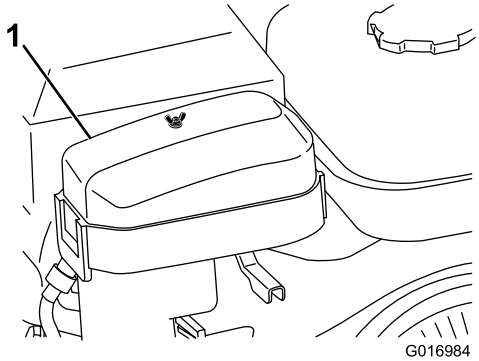

Figur 25
2. Ta bort vingmuttern som håller fast luftrenarkåpan och demontera kåpan (Figur 25).